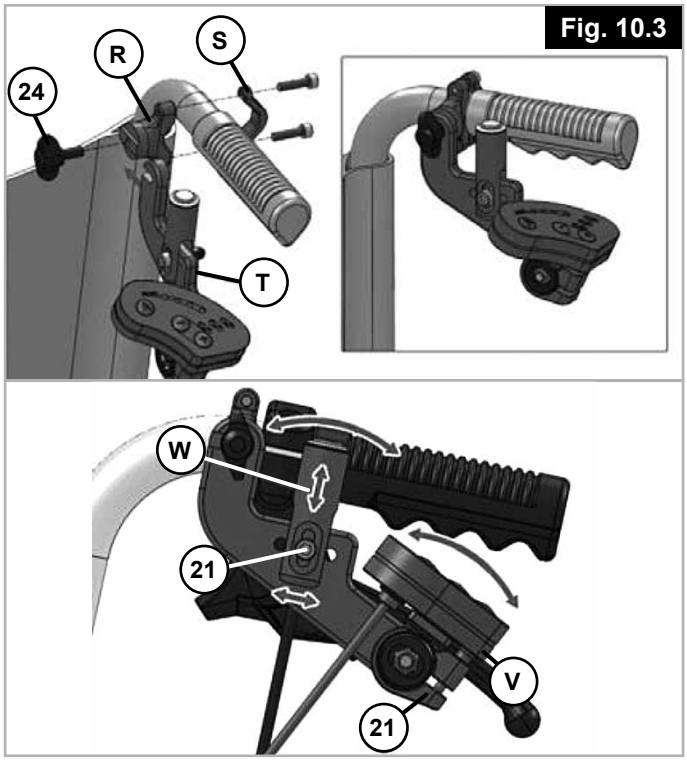

Fig. 10.3
10.3 Montaggio dell'unità di controllo (Fig. 10.3)